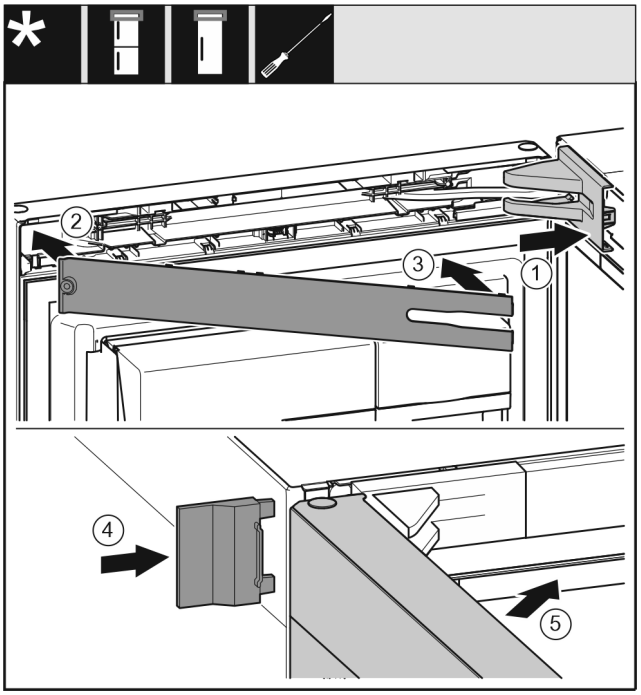

Fig. 32
- ▶ Așezați capacul suportului de lagăr *Fig. 32 (1)* și fixați în poziție, după caz, despărțiți cu precauție prin apăsare.
- ▶ Aplicați masca *Fig. 32 (2)*.
- ▶ Pivotați spre interior placa *Fig. 32 (3)* și fixați-o în poziție.
- ▶ Montați capacul exterior *Fig. 32 (4)*.
- ▶ Închideți ușa superioară *Fig. 32 (5)*.